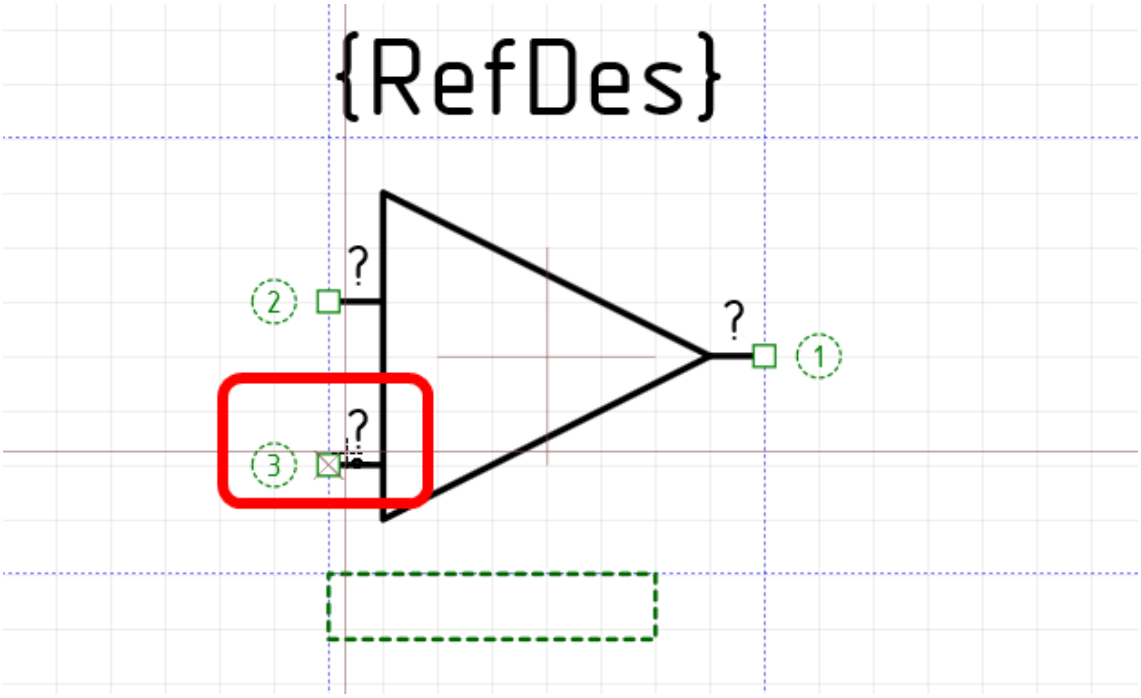

Рис. 212. Увеличение номера контакта
2. Установить вывод в нужную позицию, нажав левую кнопку мыши. После установки одного вывода инструмент «Разместить вывод» продолжает быть активным - он готов для размещения новых выводов. Для каждого нового вывода значение «Id-вывода» увеличивается на 1, (после «1» будет «2», после «2» будет «3» и т.д.), см. Рис. 212.